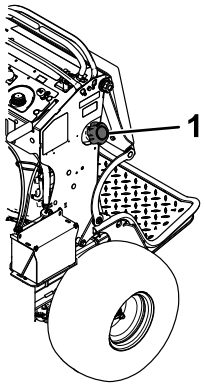

Figure 57
3. Nettoyez la surface autour du bouchon du réservoir de carburant pour éviter que des débris ne tombent à l'intérieur du réservoir (Figure 57).